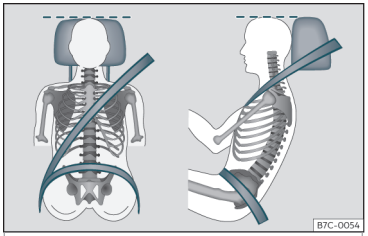

Fig. 3 Poziția corectă a chingii centurii de siguranță și tetierei
- Reglați tetiera astfel încât marginea superioară a acesteia să se afle la același nivel cu creștetul capului sau cât mai aproape posibil de acest nivel, dar în niciun caz sub nivelul ochilor. Țineți ceafa cât mai aproape posibil de tetieră>>> **fig. 3** .